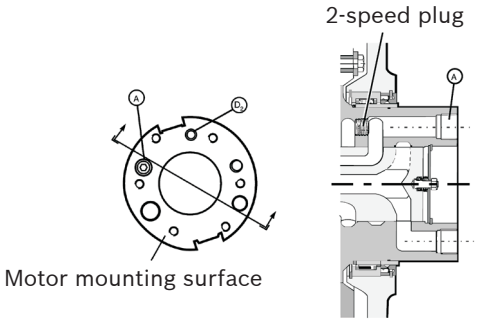

Fig. 14:
Before mounting of the valve, check that the motor is mounted into the bracket with “D2” connection on the motor mounting surface facing upwards, see figure 14.
- Mount the plug BSTP 3/4” (included in the mounting set) in the bottom of the hole for port “A”, see figure 14.